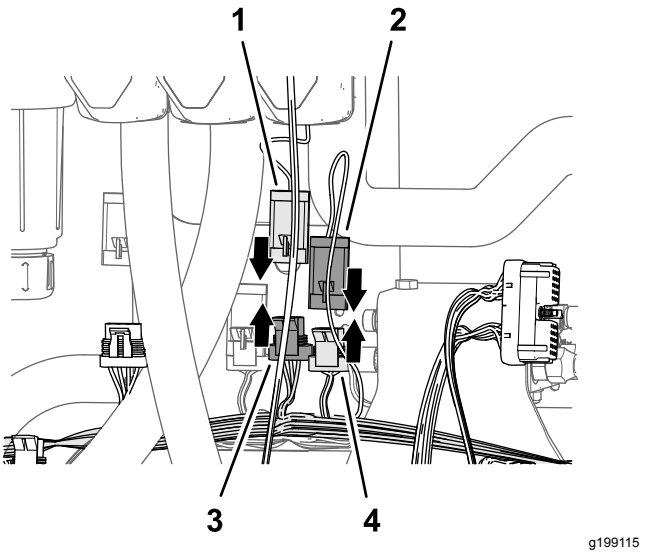

Rysunek 88
2. Podłącz złącze 3-stykowe odgałęzienia wiązki przewodów 89 cm oznaczone ZAWÓR GŁÓWNY do złącza 3-stykowego gniazdowego wiązki przewodów maszyny oznaczonego GŁÓWNY ZAWÓR ZRASZANIA (Rysunek 88).
3. Podłącz złącze 3-stykowe siłownika głównego zaworu zraszania do złącza 3-stykowego gniazdowego odgałęzienia wiązki przewodów 89 cm oznaczonego ZAWÓR GŁÓWNY (Rysunek 88).